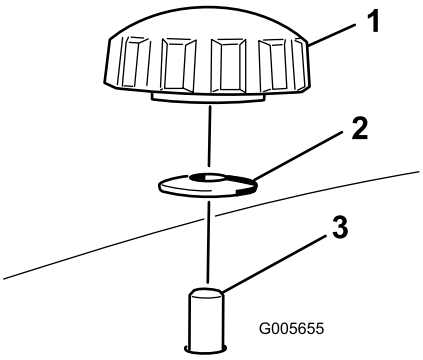
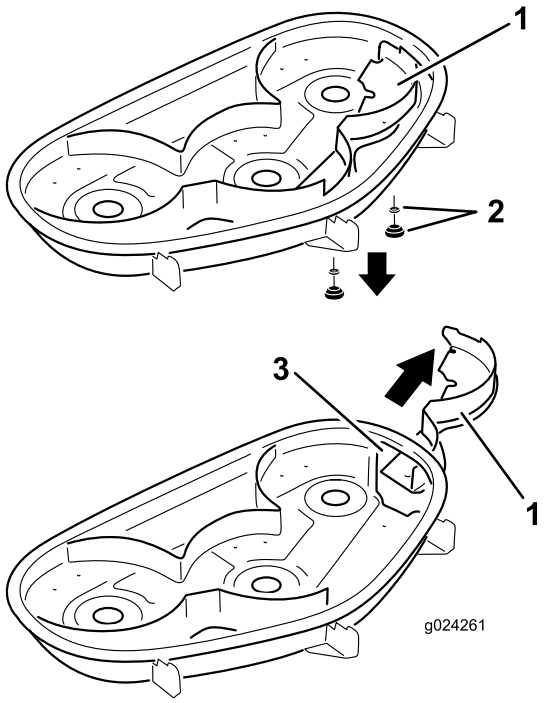

Figur 29
Figur 30
4. Afmonter de to skruer og buede skiver, der fastgøre højre skærm til plæneklipperen (Figur 29).
5. Fjern højre afskærmning, og sænk græsdeflektoren over udblæsningsåbningen, som vist i Figur 29 og Figur 30.
5. Skub højre skærm under plæneklipperskjoldet, og fastgør den med to knapper og buede spændeskiver (den buede side mod plæneklipperen), som vist i Figur 29 og Figur 30.